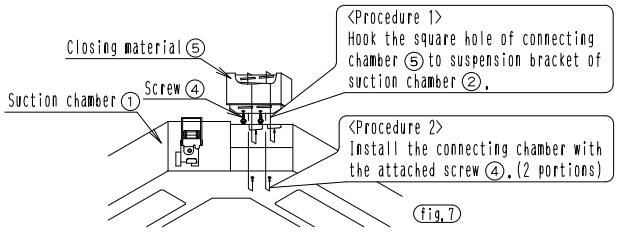

fig.7
- Install the closing material in accordance with the following procedures. (fig.7)